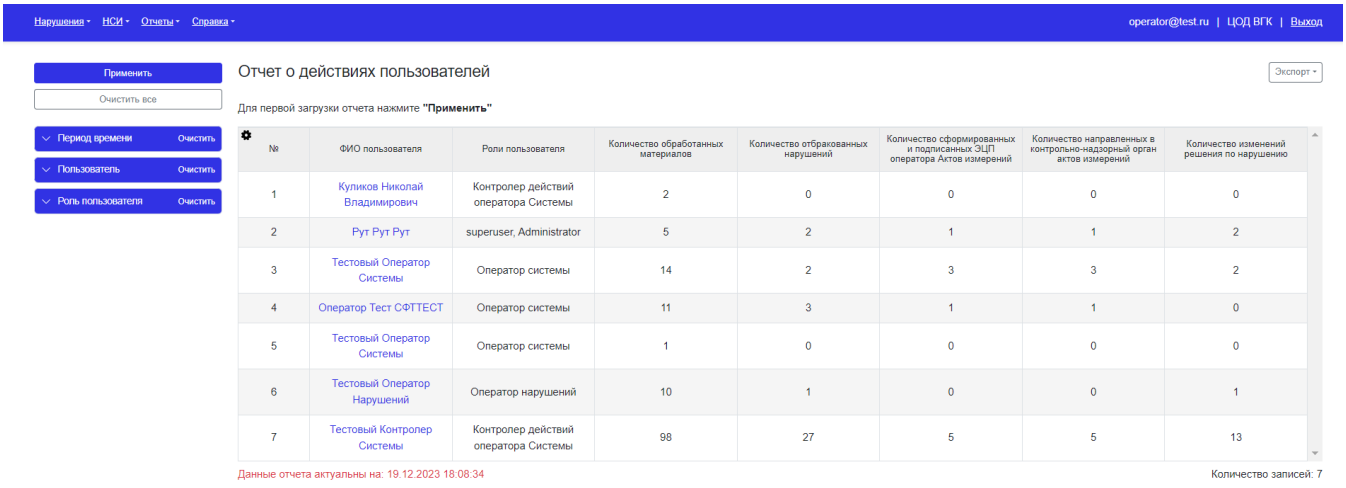

Рисунок 268 - Отчет о действиях пользователей
5. При нажатии на кнопку «Применить» производится фильтрация отчета по установленным параметрам (Рисунок 268);